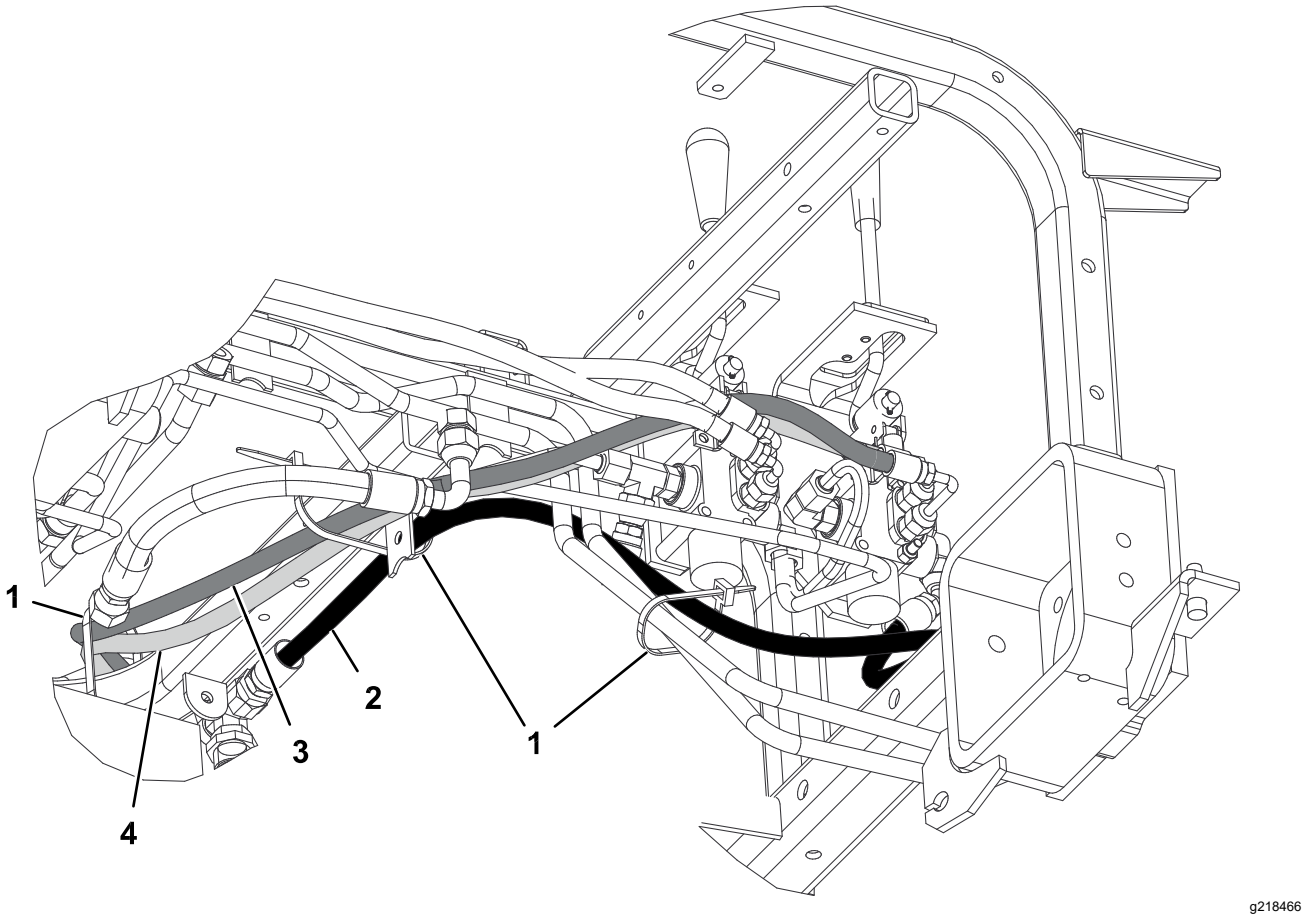

Rysunek 20
2. Podłącz wąż hydrauliczny od strony zakończonej kolankiem 45° (nr części 108-8449) do kolanka 90° z prawej strony zaworu, a prosty koniec przewodu do wolnego złącza chłodnicy oleju (Rysunek 19). Sposób poprowadzenia przewodów pokazano na Rysunek 20 i Rysunek 21.
4. Podłącz wąż hydrauliczny od strony zakończonej krótkim kolankiem 90° (nr części 108-8453) do prostego górnego złącza z tyłu zaworu. Poprowadź wąż przez druciany uchwyt węża i podłącz prosty koniec węża do złącza na górze siłownika hydraulicznego (Rysunek 19). Sposób poprowadzenia przewodów pokazano na Rysunek 20 i Rysunek 21.
5. Podłącz wąż hydrauliczny od strony zakończonej długim kolankiem 90° (nr części 108-8454) do prostego dolnego złącza z tyłu zaworu. Poprowadź wąż przez druciany uchwyt węża i podłącz prosty koniec węża do złącza na dole siłownika hydraulicznego (Rysunek 19). Sposób poprowadzenia przewodów pokazano na Rysunek 20 i Rysunek 21.
7. Używając opasek kablowych, zamocuj węże do maszyny w miejscach pokazanych na Rysunek 20 i Rysunek 21.